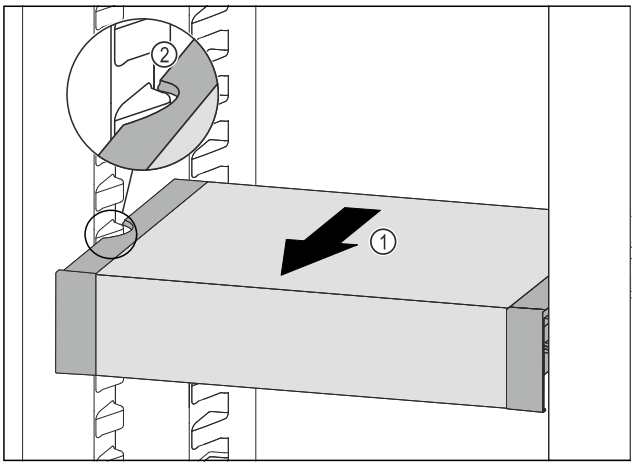

Fig. 110
▶ VarioSafe nach vorne ziehen *Fig. 110 (1)*, bis sich die seitlichen Aussparungen des VarioSafes auf Höhe der Behälterrippe im Kühlteil befinden. *Fig. 110 (2)*